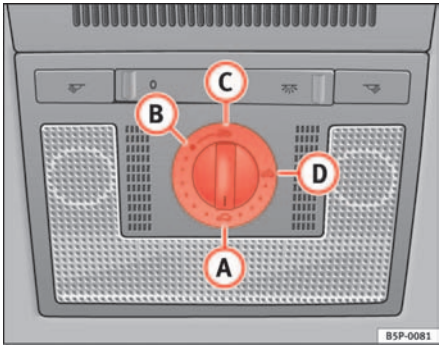

Fig. 72 Detail of the sunroof: rotary button for sliding/tilting sunroof
– Turn the rotary button to position (A) ⇒ fig. 72 ⇒ ⚠.